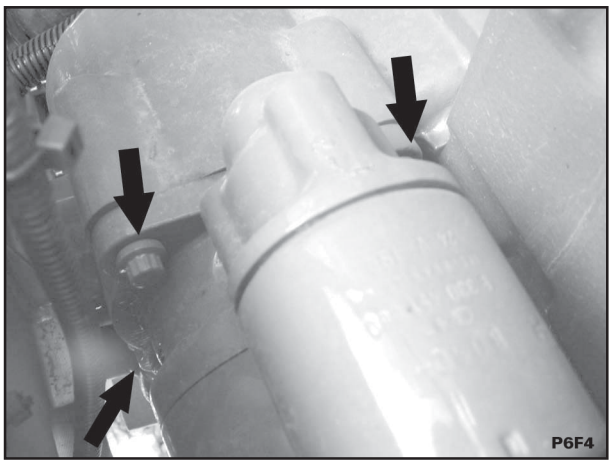

Fig. 4
6. Remova os parafusos e arruelas (setas – fig. 4) e remova o motor de partida da máquina.